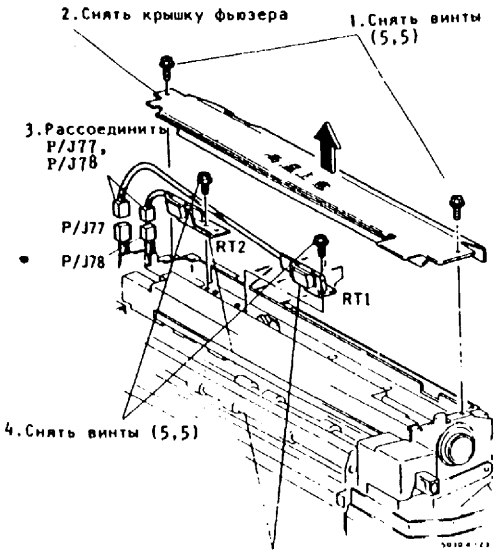

Рис.2. Снятие термистора (RT1, RT2)
5. (Рис.1, Рис.2): Снять термисторы (RT1, RT2).